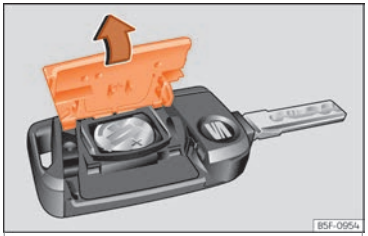

Abb. 89 Fahrzeugschlüssel: Deckel des Batteriefachs öffnen.
- Abdeckung auf der Rückseite des Fahrzeugschlüssels ››› **Abb. 89** in Pfeilrichtung abnehmen ››› ❗.
- Abdeckung wie gezeigt ansetzen ››› **Abb. 89** und entgegen der Pfeilrichtung auf das Fahrzeugschlüsselgehäuse drücken, bis sie einrastet.